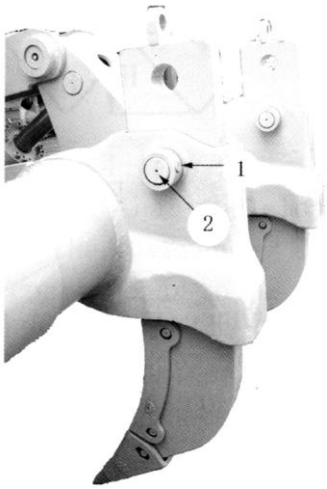

Рис. 4-52.
4.9.6 Регулировка глубины рыхления (Рис. 4-52~53).
a) Регулировка глубины рыхления осуществляется с помощью двух отверстий под штифт в стойке рыхлителя. Выбейте штифт (1) молотком, затем забейте штифт (2).